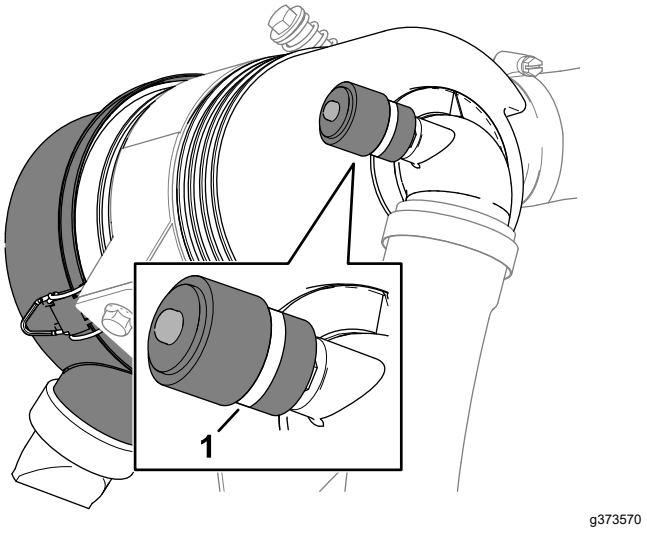

Figuur 78
3. Controleer de onderhoudsindicator aan het uiteinde van de luchtfilterbehuizing (Figuur 78).